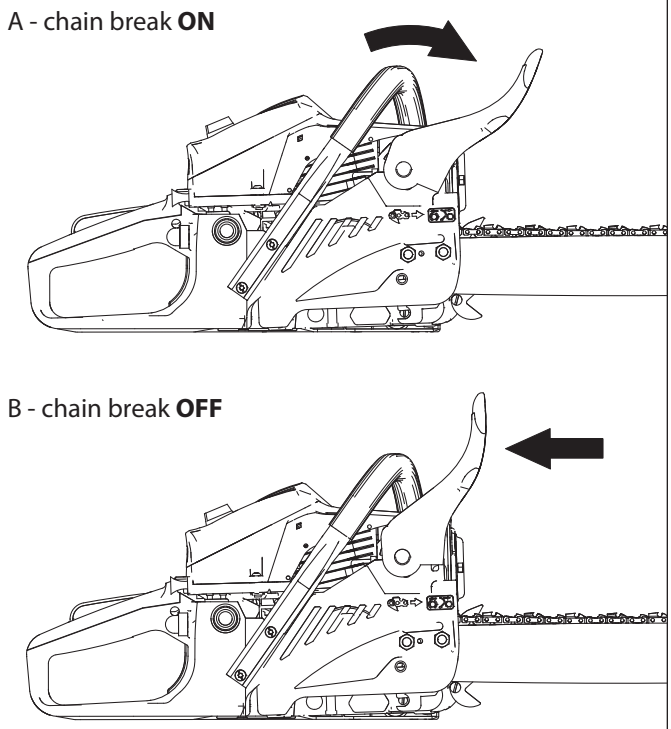

FIGURE 3
- Manually activate the chain brake by pushing the forward hand guard toward the bar nose **(SEE FIGURE 3-A)**. There will be an audible click when the chain brake engages. If there is no audible click, the chain brake may already be engaged. Pull back on the forward hand guard to deactivate the brake **(SEE FIGURE 3-B)**. An audible click should be heard when the brake disengages. If there is still no audible click, the brake is not functioning properly. Remove the clutch cover, clean and reassemble, and re-test. If no audible click is heard, contact customer service for further assistance.